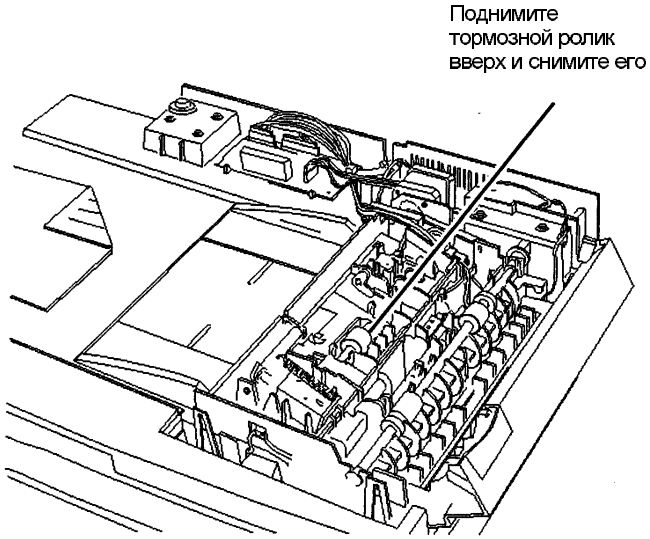

Рис. 1. Демонтаж тормозного ролика
5. Снимите тормозной ролик (Рис. 1).